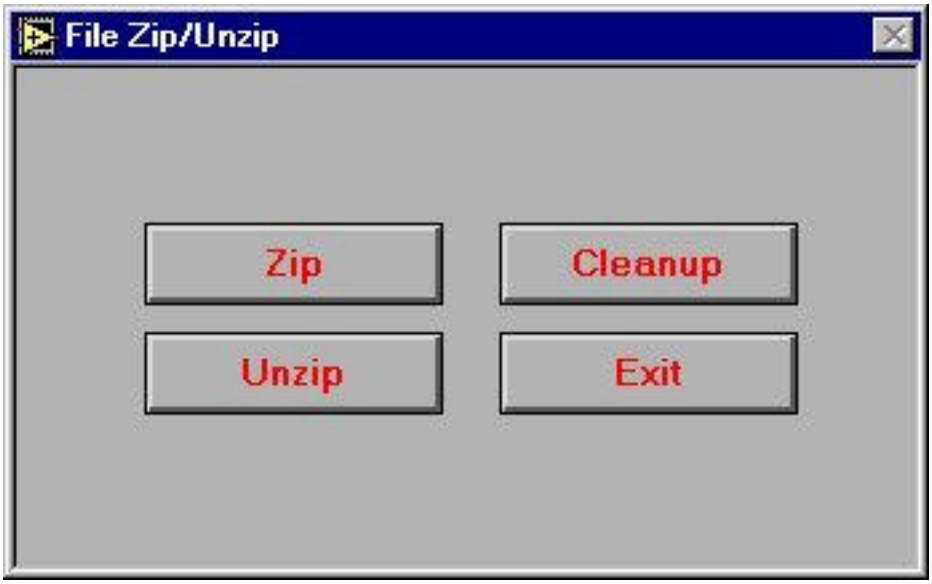

Figure 19.1. File Zip/Unzip Screen
19.1.1 Click **Options** menu button on Main Menu bar > choose **Zip/Unzip**. *File Zip/Unzip* screen (Figure 19.1) will appear.
19.2.1 Click **Options** menu button on Main Menu bar > choose **Zip/Unzip**. *File Zip/Unzip* screen (Figure 19.1) will appear.
19.3.1 Click **Options** menu button on Main Menu bar > choose **Zip/Unzip**. *File Zip/Unzip* screen (Figure 19.1) will appear.